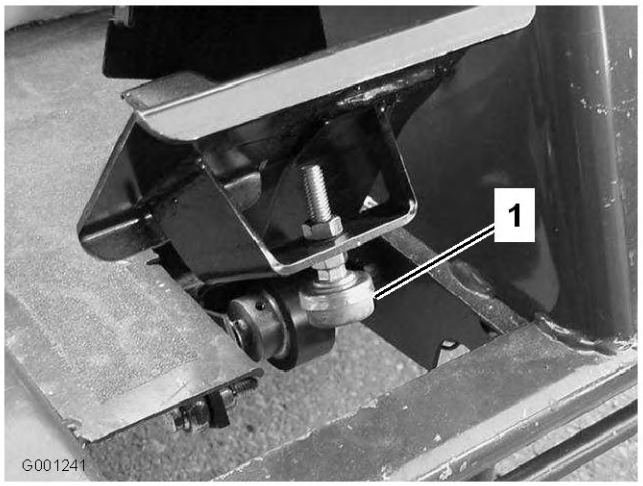

Figure 67
1. Contrôlez le réglage de la butée de la pédale de déplacement. La butée de pédale (Figure 67) doit toucher légèrement le châssis avant que la pompe arrive en bout de course.